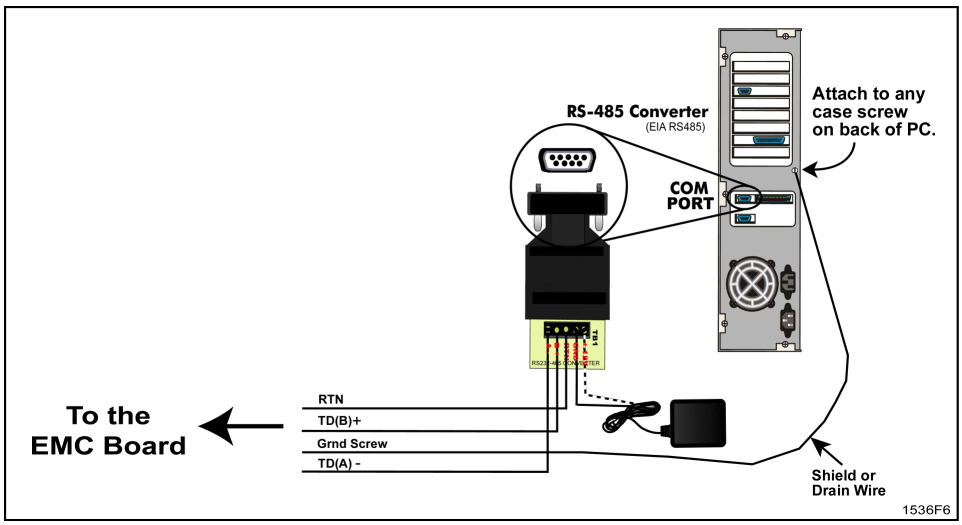
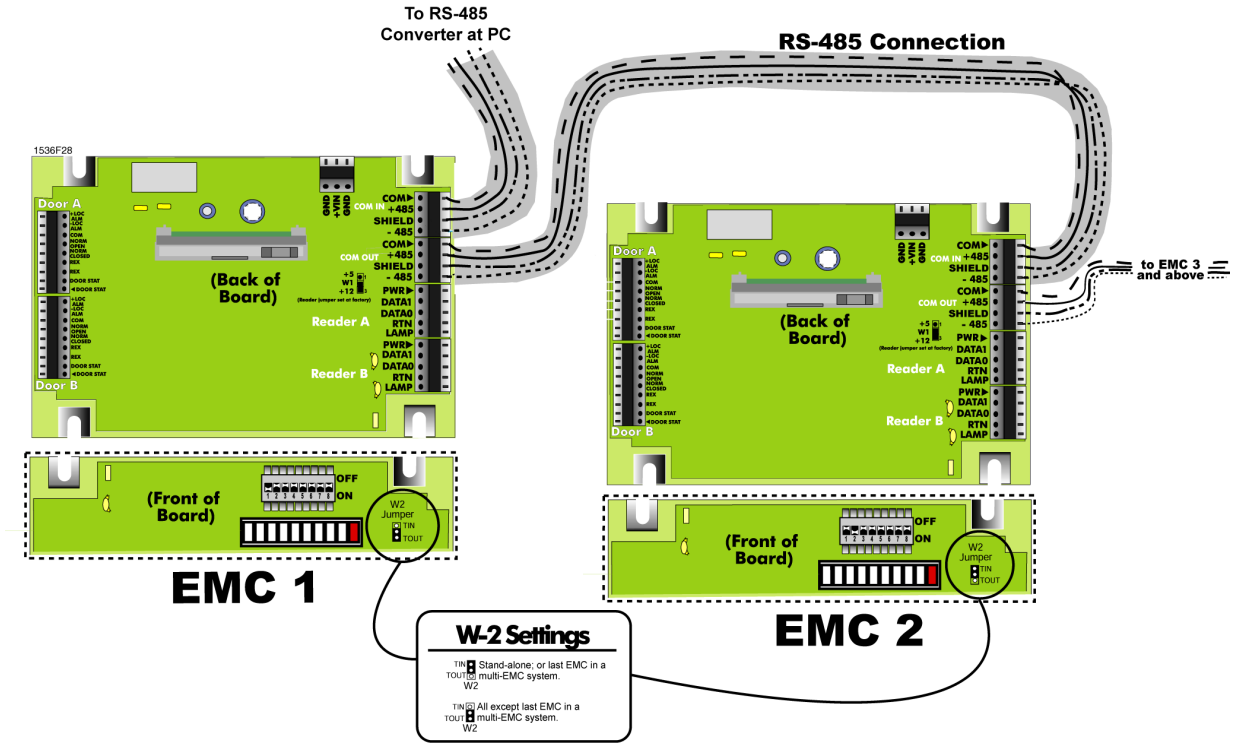

Figure 18: EMC to PC Connection
Figure 25: Communicating with Multiple EMCs (via RS-485)
2. Plug the converter into any available COM port of the host PC (see Figure 18). Note the COM port number; you will need to assign this number in EMWin.
The EMC communicates over an RS-485 serial direct connection. The address DIP switch (**SW1)** is located at the upper right of the board. Set each EMC DIP switch uniquely in sequential order (from 1 to 32), starting with the first EMC (the one connected to the RS-485 converter at the PC), EMC 1 in Figure 25.
- ❒ Verify the RS-485 connections between all EMCs; refer to Figure 18 (page 20) and Figure 25 (page 25).
- ❒ Verify that the RS-485 converter is connected to a functional COM port on the host PC; refer to Figure 18 (page 20). Also, EMWin will select COM 1 as its default port; however, if using another port, you must manually designate the COM port in EMWin (refer to the *EMWin User's Guide*).